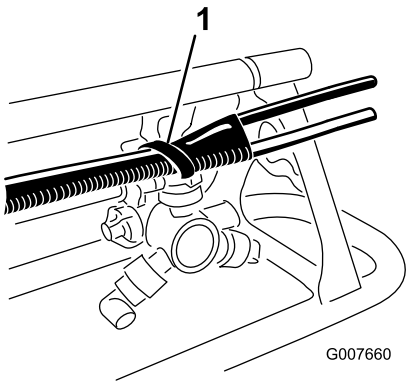

Figuur 8
B. Zorg ervoor dat het uiteinde van de slang gelijk komt met het einde van de bovenste steunstang. Gebruik een plastic kabelbinder om de schuimslang aan de steun te bevestigen. Gebruik hierbij de openingen in de steun (Figuur 8).